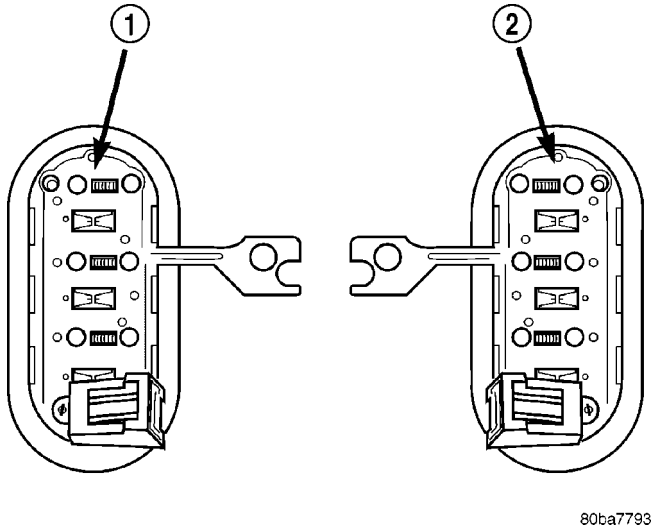

Fig. 14 Remote Radio Switches
(1) Disconnect and isolate the battery negative cable. Remove the remote radio switch(es) (Fig. 14) from the steering wheel (Refer to 8 - ELECTRICAL/ AUDIO/REMOTE SWITCHES - REMOVAL).